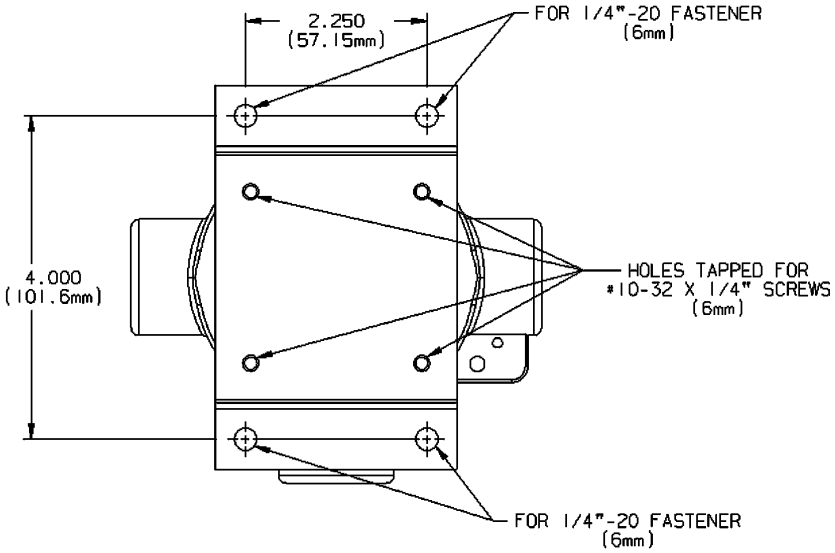

Рис. 7 Взрывобезопасная модель XIR с дистанционным датчиком
- Используйте дополнительную монтажную скобу [Арт. № 10047562], которая может быть закреплена в отверстиях, расположенных сзади на газоанализаторе ULTIMA XL [→ Рис. 7].